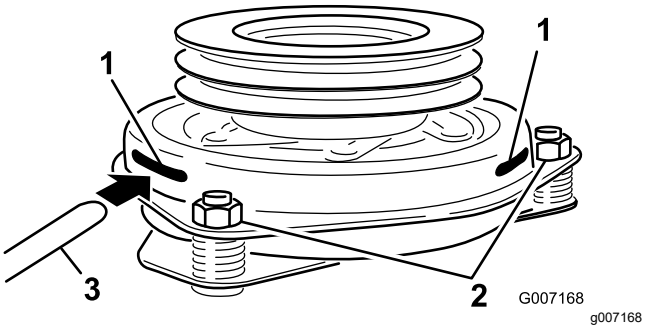

Rysunek 78
9. Włóż szczelinomierz 0,381–0,533 mm przez szczelinę kontrolną z boku zespołu (Rysunek 78).
10. Dokręcaj nakrętki blokujące do momentu, aż na szczelinomierzu można będzie wyczuć niewielki opór (mimo to można go będzie łatwo poruszać w szczelinie powietrznej) (Rysunek 78).